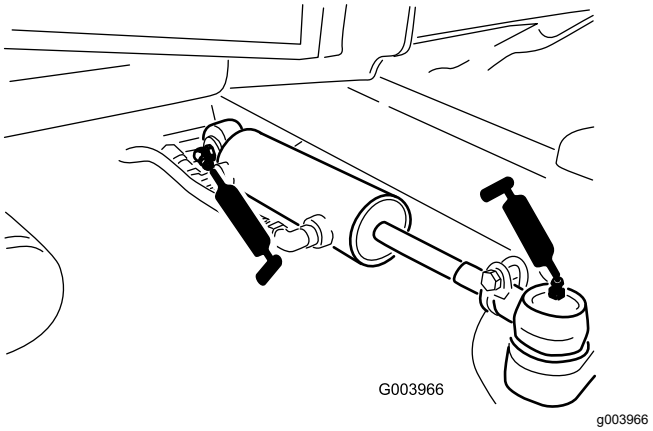

Figur 110
- Styretøjscylinderens kugleled (2) (Figur 110)